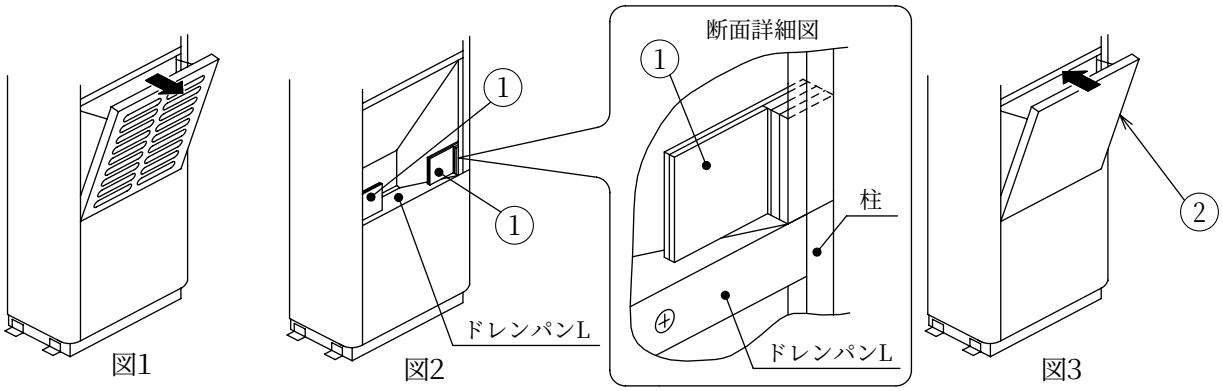

図1　図2　図3
(1) 前フサギパネルの取付
①前パネル（下）を手で手前に倒してください。…図1